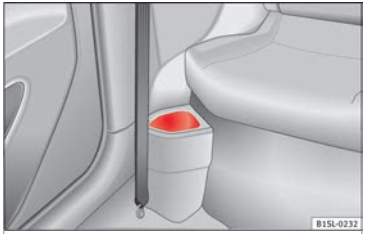

Fig. 127 In front of the rear seats: storage compartment
- In front of the rear seats ››› Fig. 127.